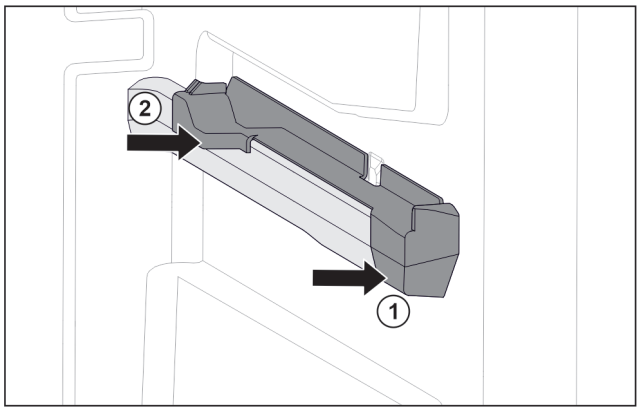

Fig. 196 Élément emboîtable sur la nervure de récipient droite
- ▶ Poser le devant de l'élément emboîtable contre la nervure de récipient. *Fig. 196 (1)*
- ▶ Enfoncer l'arrière de l'élément emboîtable. *Fig. 196 (2)*